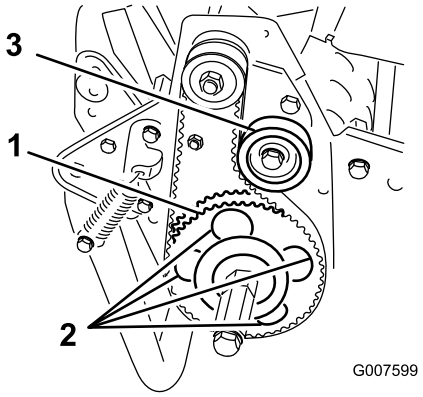

Figuur 45
7. Draai de aandrijfpoelie rond totdat de openingen zich recht voor de 4 flensschroeven van het rollager bevinden (Figuur 45).
11. Stel de riemspanning af en draai de bevestigingsschroef van de spanpoelie vast (Figuur 45).